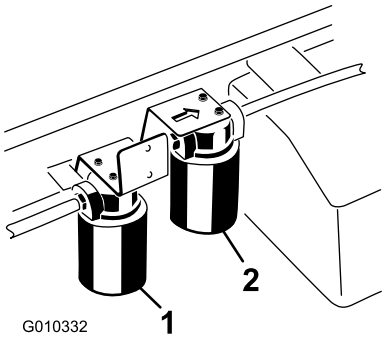

**Rysunek 75**
3. Umieść miskę drenażową pod filtrem i wyjmij filtr (Rysunek 75).
1. Oczyścić powierzchnię wokół miejsca montażu filtra o wysokim wydatku (Rysunek 75).